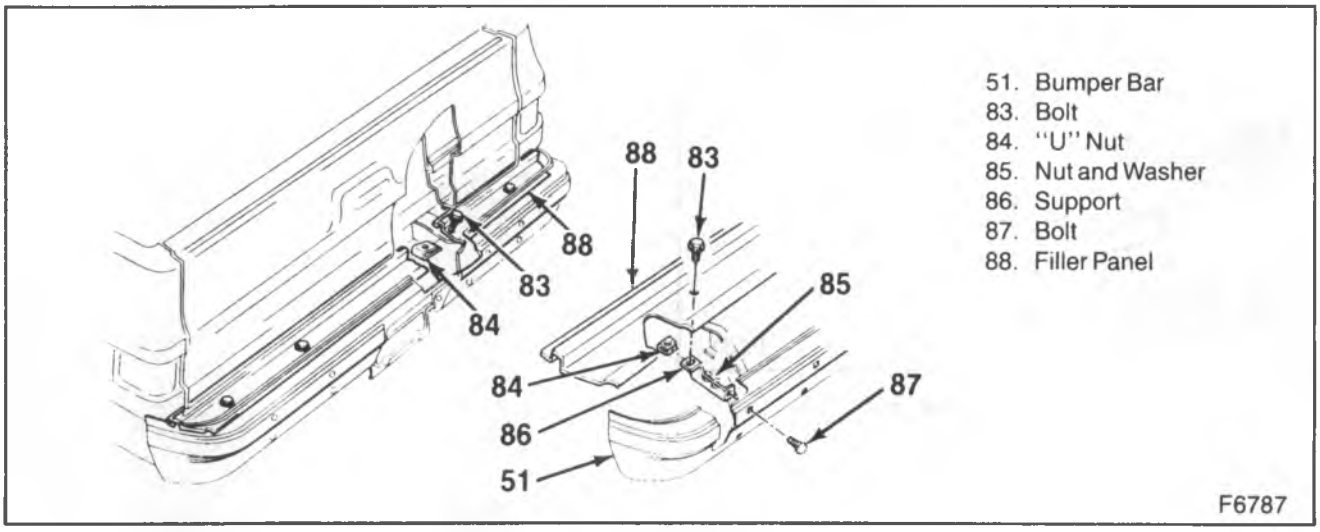

Figure 8—Rear Bumper Filler Strip
7. Filler panel supports (86) (Utility vehicle only) (figure 8).